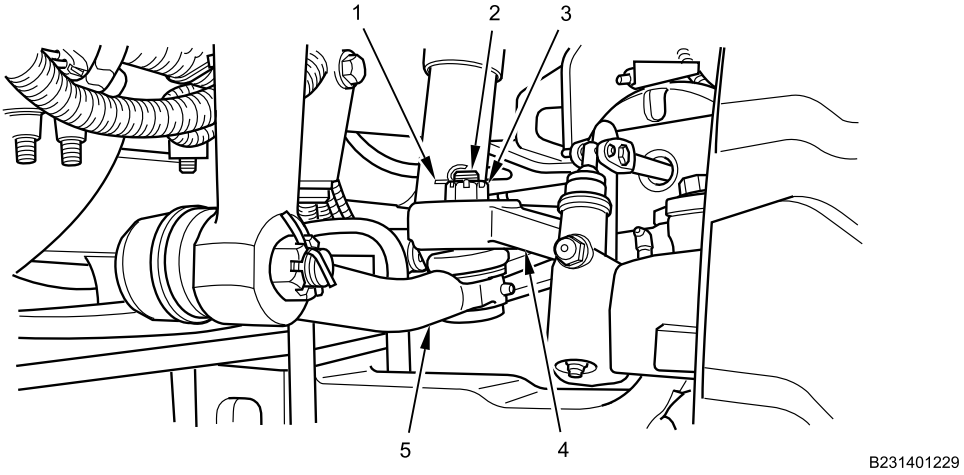

Figure 3. Steering Arm.
1. Connect drag link (Figure 3, Item 5) to steering arm (Figure 3, Item 4) with hex nut (Figure 3, Item 3). Torque hex nut to 120-160 lb-ft (163-218 N•m).
2. Install new cotter pin (Figure 3, Item 1) in drag link stud (Figure 3, Item 2) and bend cotter pin over stud.